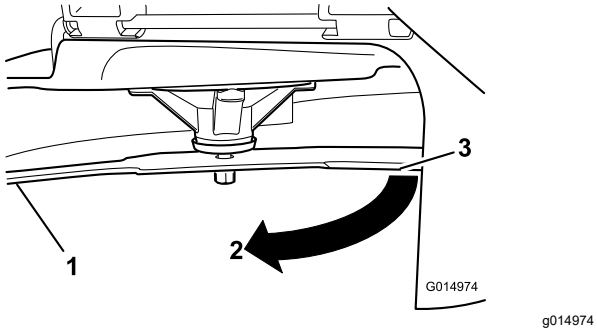

Figur 105
3. Uppmätt avstånd mellan kniv och yta (A)
4. Rotera samma kniv 180 grader så att den motsatta skäreggen nu är i samma läge (Figur 105).